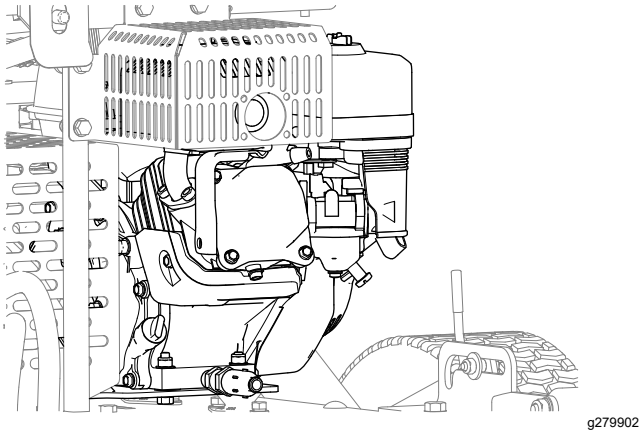

Рисунок 41
4. Удалите грязь и мусор с двигателя и ребер охлаждения двигателя (Рисунок 41).